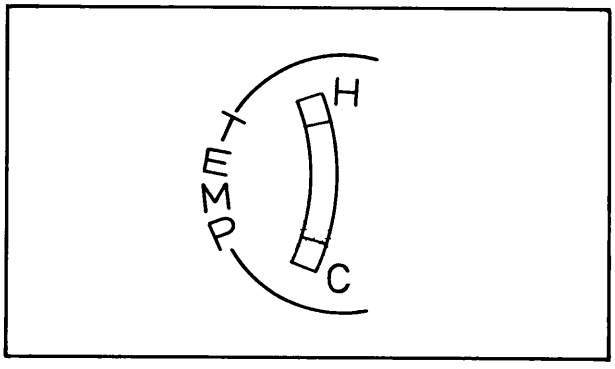

Fig. 1A–27 Water temperature gauge
5. Leave the engine running and check to see that the choke knob returns automatically when the water temperature gauge is indicated the range shown in Fig. 1A–27.